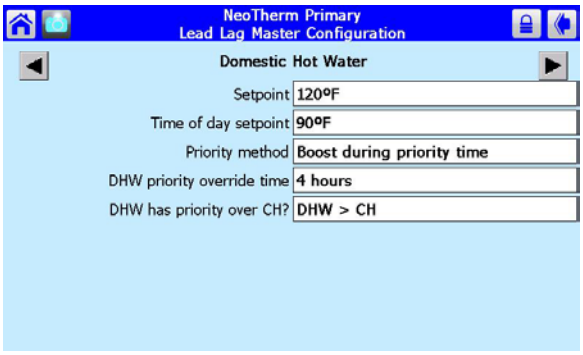

Fig. 85 – Domestic Hot Water
7. Press the left-arrow or right-arrow until you see the Domestic Hot Water screen (Fig. 85).